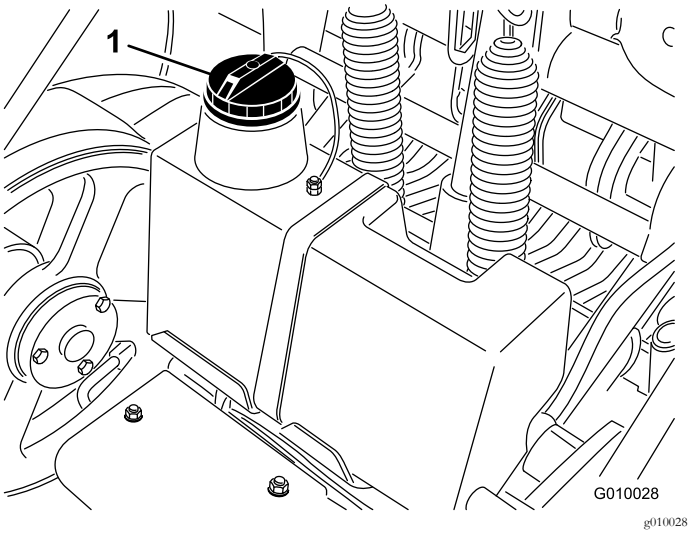

Rysunek 18
3. Oczyść obszar wokół szyjki wlewu i korka zbiornika hydraulicznego (Rysunek 18). Odkręć korek szyjki wlewu.